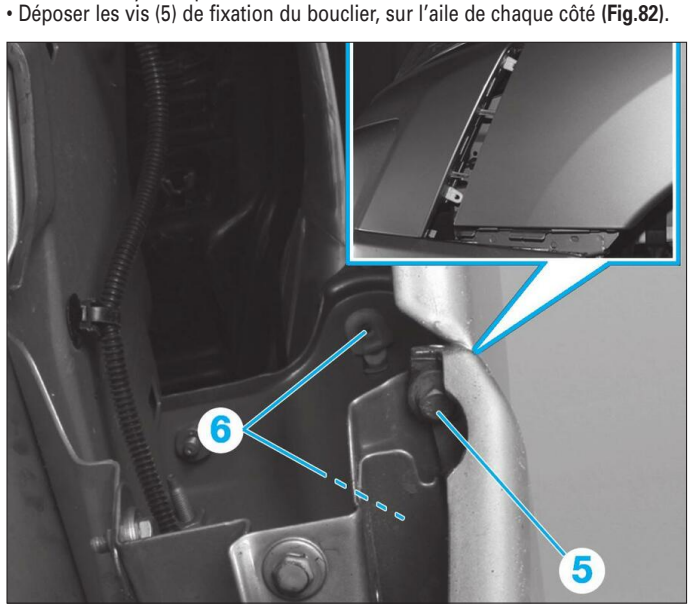

**Fig. 82**
• Déposer les vis (5) de fixation du bouclier, sur l'aile de chaque côté **(Fig.82)**.